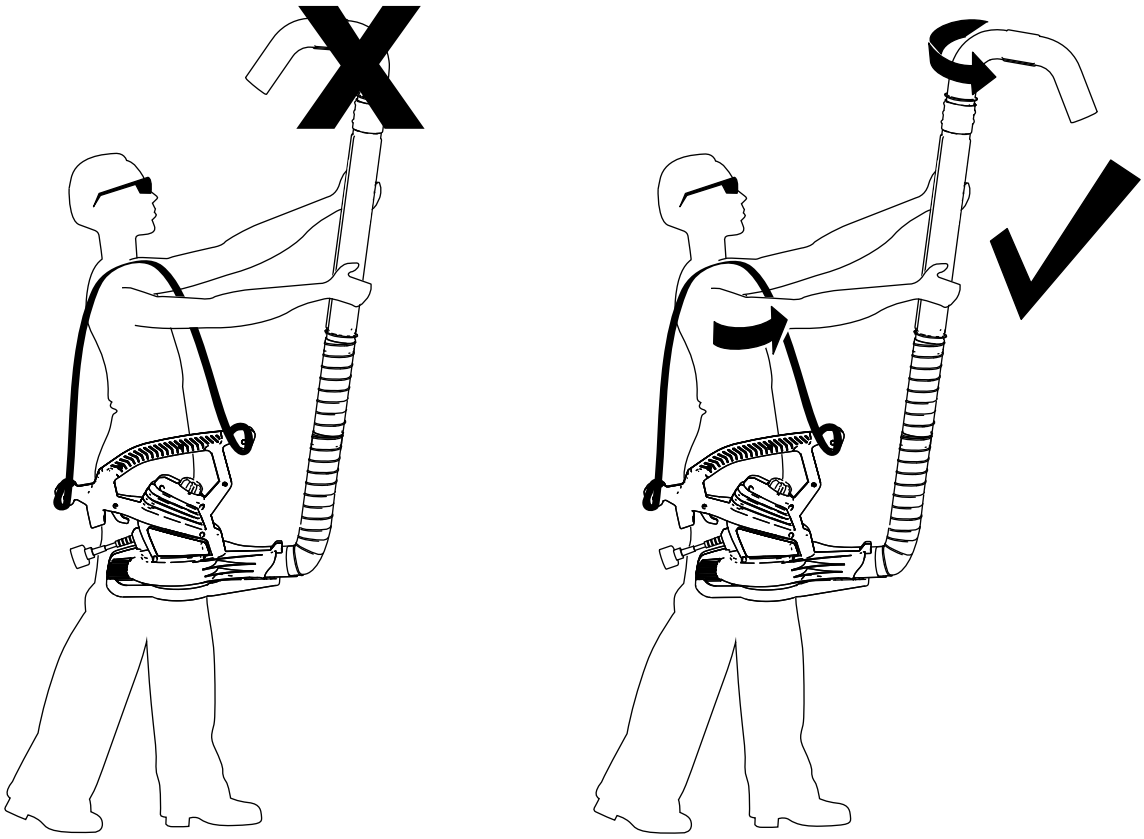

Figuur 4
1. Houd de buis met beide handen vast en houd de blazer tegen uw heupen, met het mondstuk naar buiten gericht en de aanzuigopening naar de grond gericht (Figuur 4).